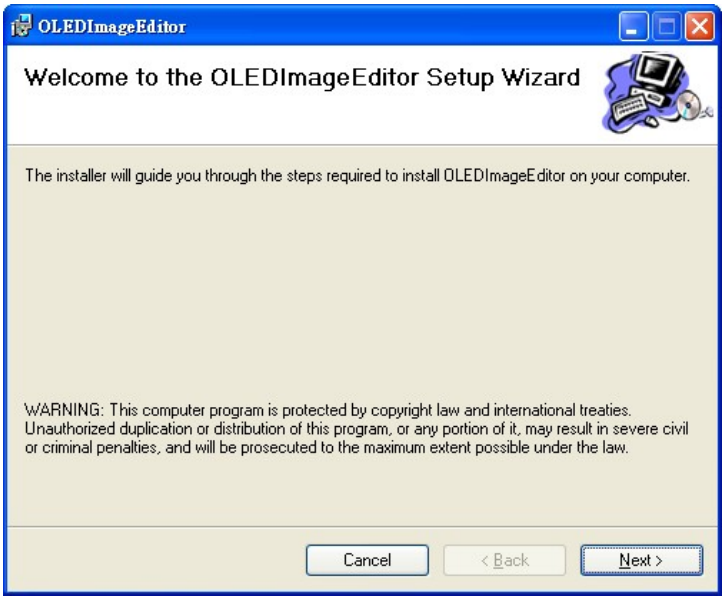

Figure 6-1: OLED Image Editor Setup Wizard
Step 3: The OLED Image Editor Setup Wizard welcome window appears (**Figure 6-1**). Click **Next** to start.